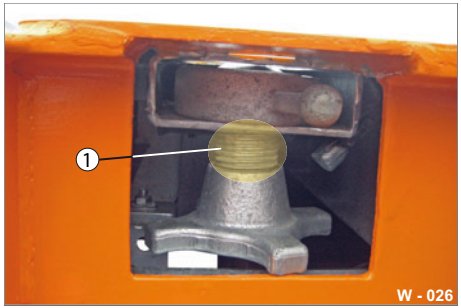

Abb. 25 Gewinde schmieren
- ▶ Fetten Sie das Gewinde (Abb. 25/1) mit Maschinenfett ein.